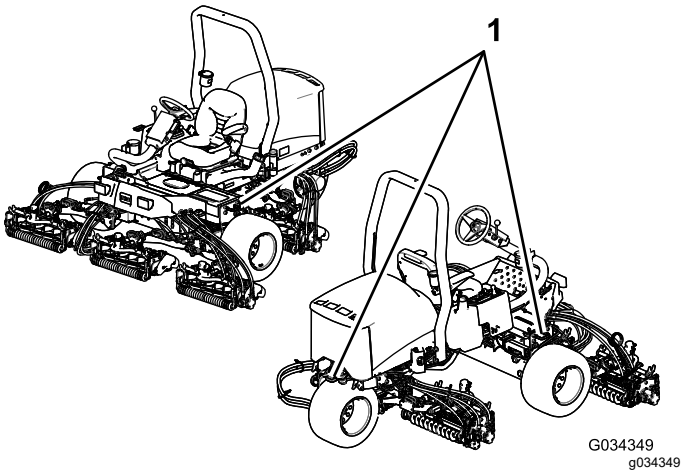

**Figuur 43**
- Zet de machine goed vast met spanbanden, kettingen, kabels of touwen. Zowel de voorste als de achterste spanband moet naar beneden en naar de buitenkant van de machine lopen; zie Figuur 43.om